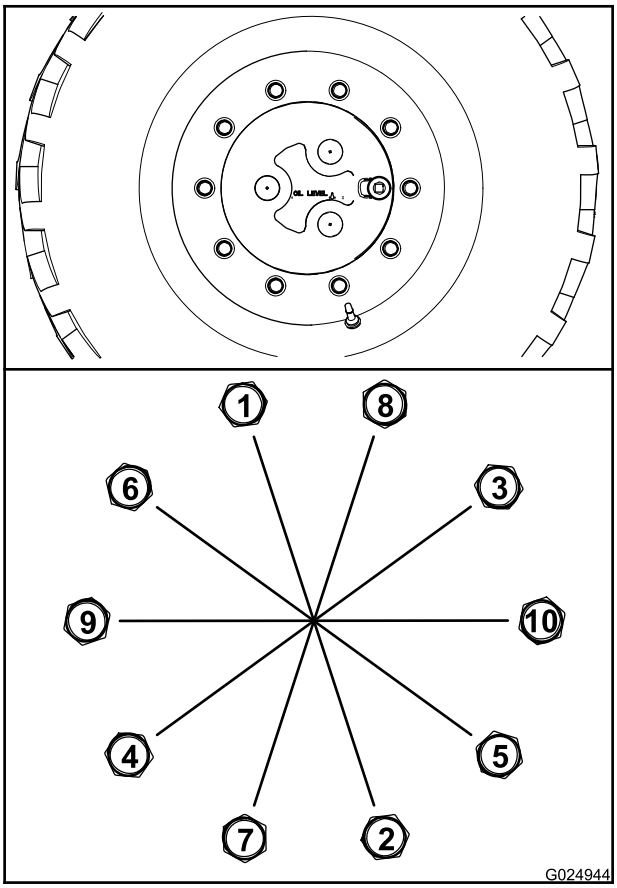

Рисунок 82
A. Затяните все гайки колеса с моментом 100 Нм (75 фунт-футов) в последовательности, показанной на Рисунок 82.
B. Затяните все гайки колеса с моментом 200 Нм (150 фунт-футов) в последовательности, показанной на Рисунок 82.
C. Затяните все гайки колеса с моментом 300 Нм (225 фунт-футов) в последовательности, показанной на Рисунок 82.